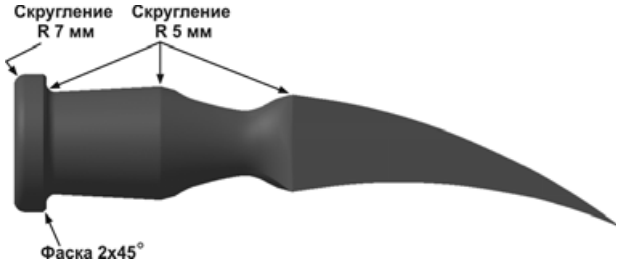

Рис. 6.44
- Для окончательного оформления модели постройте фаску и скругления, как это показано на рис. 6.44.